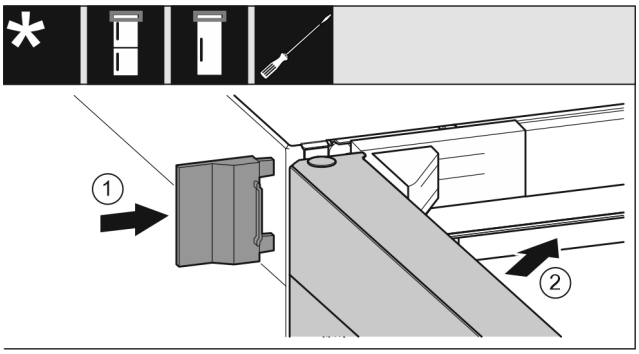

Fig. 34
▶ Ωθήστε το εξωτερικό κάλυμμα. *Fig. 34 (1)*
▶ Κλείστε την επάνω πόρτα. *Fig. 34 (2)*